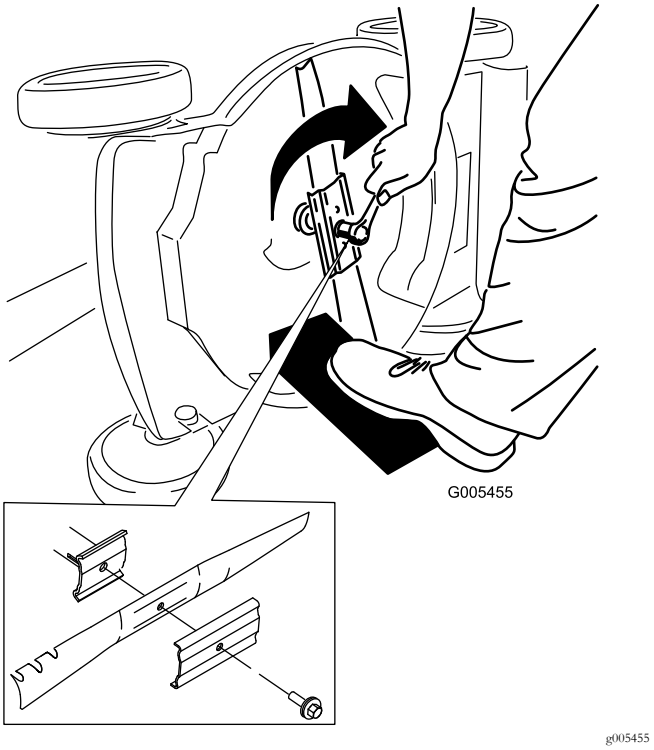

Figure 31
5. Montez la nouvelle lame et toutes les fixations (Figure 31).